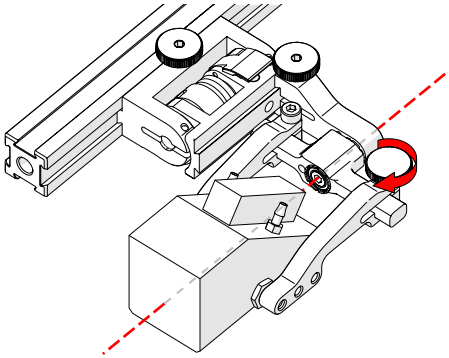

Fig. 145 - Pinch wedge with arm
9. Tighten probe holder arm adjustment knob *(Fig. 145)*.